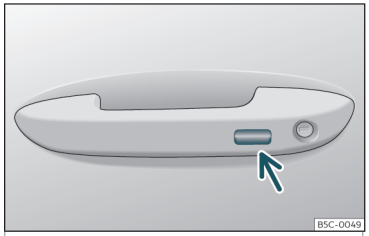

Fig. 88 Maniglia della porta: superficie sensibile.
- **OPPURE** utilizzando il sistema Keyless Access* (solo chiusura): Tenere un dito per alcuni secondi sulla superficie sensibile di blocco››› **fig. 88** (freccia) della maniglia della porta per chiudere i finestrini e il
- Tenere un dito per alcuni secondi sulla superficie sensibile di blocco>>> **fig. 88** (freccia) della maniglia della porta per chiudere il tettuccio. Se si smette di toccare la superficie sensibile si interrompe la funzione di chiusura.